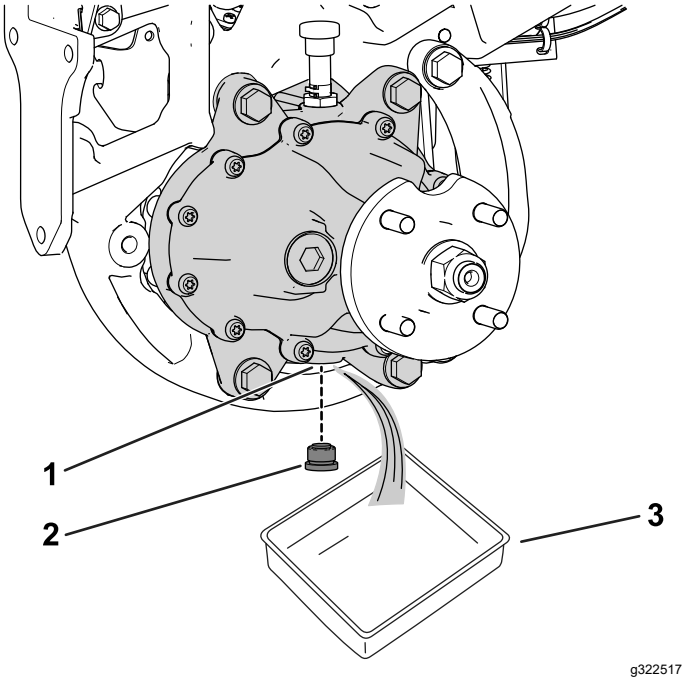

**Figur 48**
3. Anbring en drænbakke under hjulmotoren (Figur 48).
4. Fjern aftapningsproppen fra drænåbningen (Figur 48).
6. Monter aftapningsproppen i drænåbningen (Figur 48).